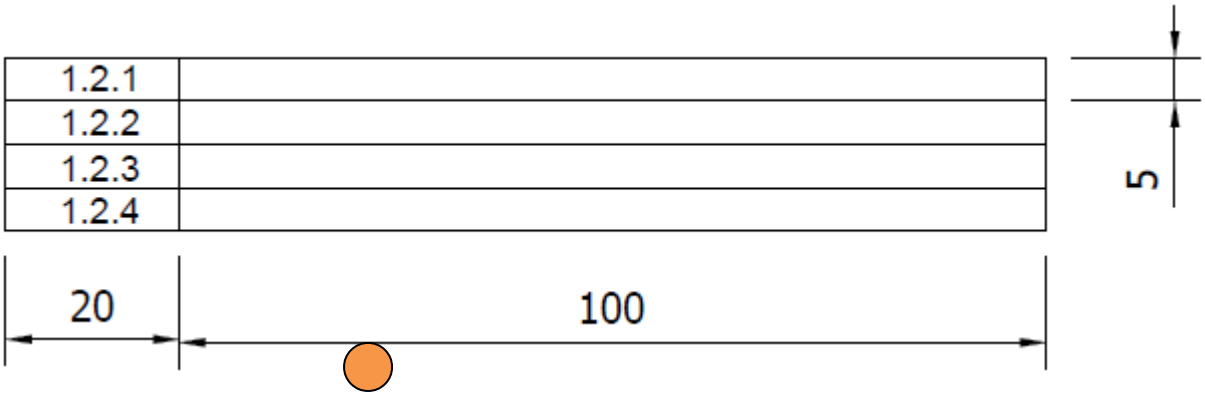

FIGURE 1
Draw, to full size, the answer block shown in FIGURE 1. (1)